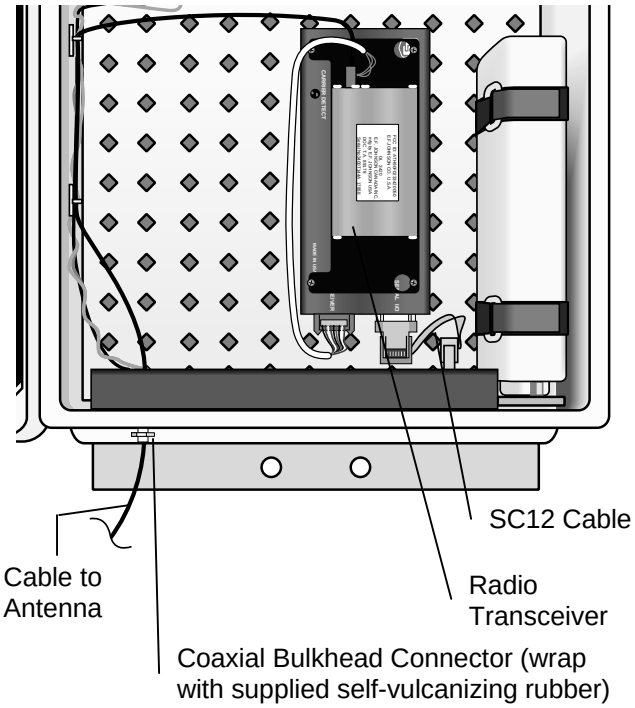

FIGURE 3.3-5. RF95 RF Modem and RF100/RF200 Transceiver
bulkhead connector into the “punch-out” hole, located as shown in Figure 3.3-5. Install the bulkhead connector so that the cable is inside the MetData1. Connect the other end of the cable to the radio’s BNC connector.
6. Mount the antenna to the mast according to the manufacturer's instructions. Connect the antenna cable to the antenna and route the cable. Connect the antenna cable to the outside end of the coaxial bulkhead connector as shown in Figure 3.3-5. Wrap the connection with the self-vulcanizing rubber provided.